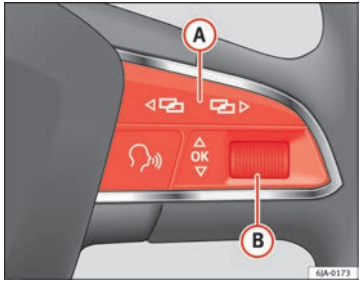

Fig. 37 Multifunction steering wheel: controls on the steering wheel
– The **Main menu** is activated by pressing the multifunction's steering wheel buttons (A) ⇒ Fig. 37.
– The menu items can be selected with the thumbwheel (B) of the multi-function steering wheel. Press the thumbwheel (B) of the multi-function steering wheel briefly to view the information selected.